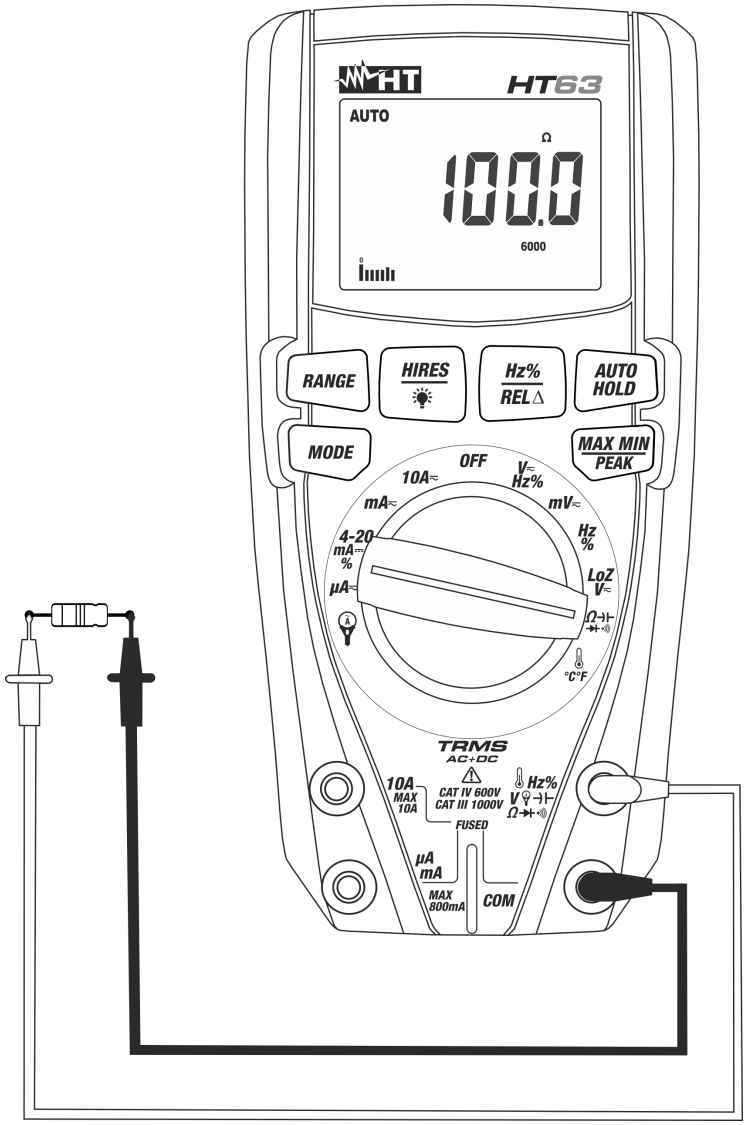

Fig. 6: Utilisation de l'instrument pour mesure de résistance et test de continuité
3. Positionner les embouts sur les points désirés du circuit sous test (voir Fig. 6). La valeur de résistance est visualisée à l'écran.